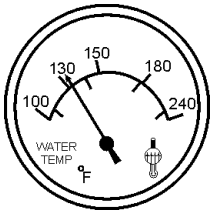

Figure 46. Coolant Temperature Gauge
10. The **coolant temperature gauge** (Figure 46) will indicate the coolant temperature. Under normal operating conditions the coolant temperature should be between 165°~203°F (74°~95°C) (**Green Zone**).